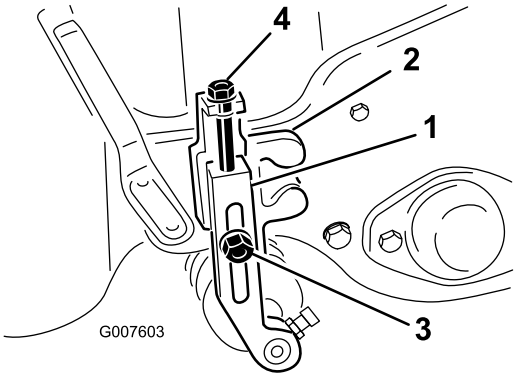

Figur 41
2. Løsne på låsemutrene som holder klippehøydearmen festet til klippehøydebraketten (Figur 41).